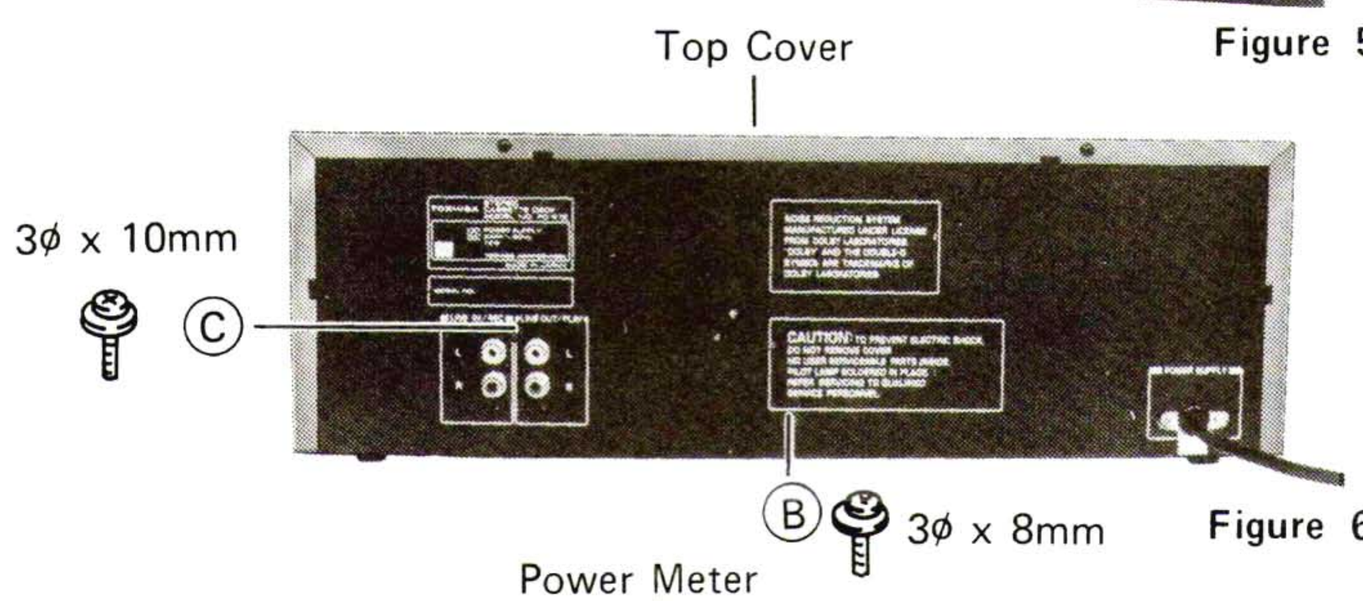

Figure 6.
2. Remove 1 screw (B) (3ϕ x 8mm with washer) and 1 screw (C) (3ϕ x 10mm with washer) which hold the rear jack board. (See figure 6.)